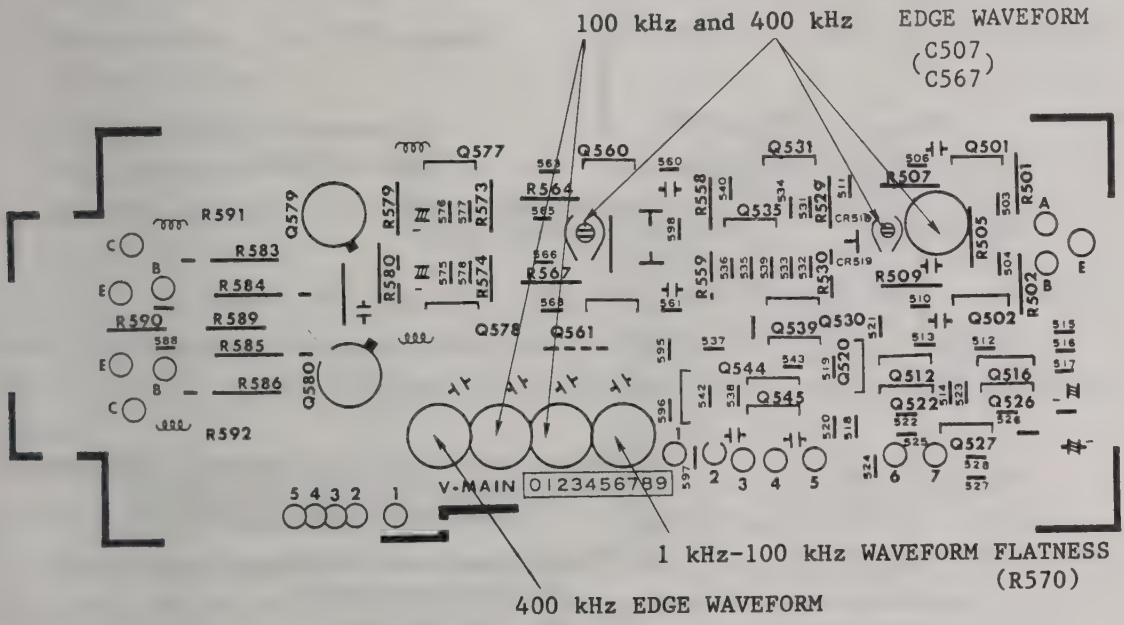
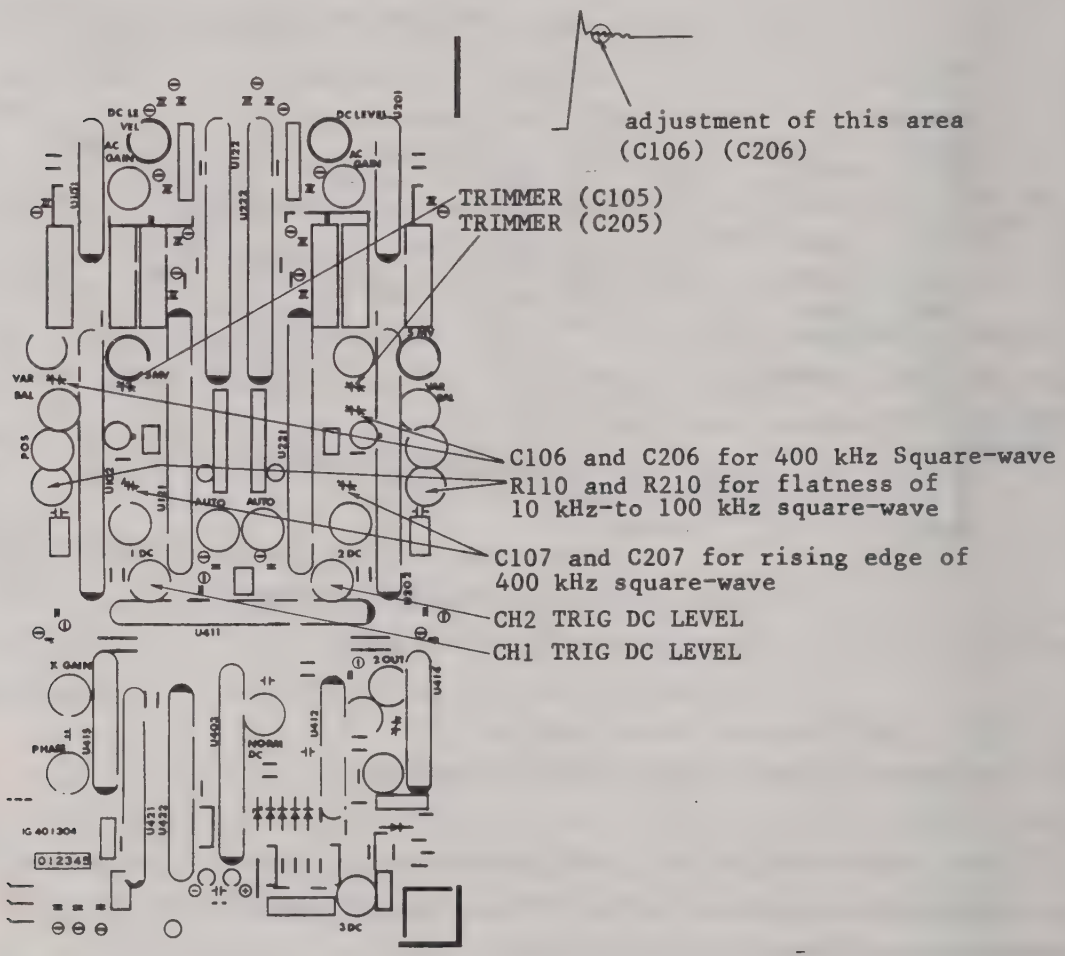

Fig. 6-10 V MAIN board
Fig. 6-11 ANALOG-1 board
6.5.12.1 Low-frequency characteristics (See Fig. 6-10.)
(1) Adjust 1 kHz, 10 kHz and 400 kHz adjustments shown in Fig. 6-10 for flat square-waves. The over-shoot should be practically 0%.
(2) Press the CHOP key of the V MODE switch group and supply 10 Hz to 100 kHz, 6-div square-wave to the CH1 INPUT. Adjust controls on the V MAIN board shown in Fig. 6-10 for the minimum crosstalk and flat square-wave.
Adjust trimmers C105 and C205 for CH1 and CH2, respectively, on the pre-amplifier area of ANALOG-1 board so that 100-MHz triggering occurs with 1.5-div amplitude. On the other hand, adjust trimmers C507 and C567 for CH1 and CH2 for 1-MHz square-wave. Conduct these adjustments on both AC and DC modes. See Fig. 6-10 and Fig. 6-11 for trimmer positions.